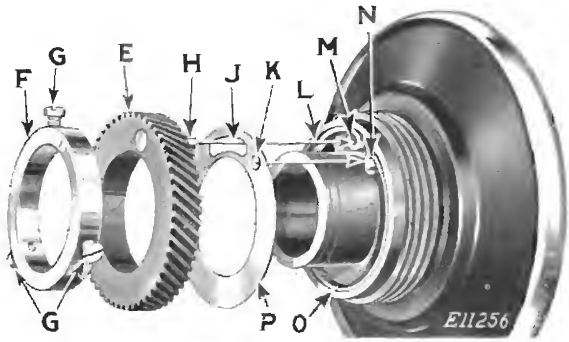

Fig. 19. Balance Wheel Disassembled (Machine 201-2)
Remove the balance wheel as instructed on the preceding page. Loosen the three set screws (G, Fig. 19) and remove balance
When replacing these parts, first put the shock-absorbing spring in position, as shown by Fig. 19, with the right hand loop of the spring about the middle pin (N). Then place the spring retaining washer (P) so that the round pin hole (K) engages the pin (N) on which is placed the right hand loop of the shock-absorbing spring (O), as indicated by the unlettered arrow leading from pin-hole (K) to pin (N).
Replace the gear collar (F, Fig. 19) which retains the textolite gear (E) in place on the balance wheel hub. This collar (F) should be so placed against the textolite gear (E) as to prevent side play, but not to retard the free oscillating movement of the gear during the functioning of the shock-absorbing spring. The use of a .003″ feeler gauge or a piece of ordinary note paper, between gear collar and textolite gear, will establish the proper position of collar (F) relative to textolite gear (E). When collar (F) is properly positioned, tighten the three set screws (G).